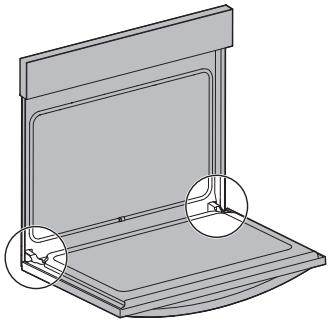

Figure 19: Emplacement de la charnière de la porte
1. Ouvrez complètement la porte du four, parallèlement au sol (Figure 19).
3. Ouvrez complètement la porte du four (parallèlement au sol (Figure 19).
4. Poussez les verrous des charnières de droite et de gauche vers le haut et dans le cadre du four jusqu'à ce qu'ils soient en position verrouillée (Figure 19).